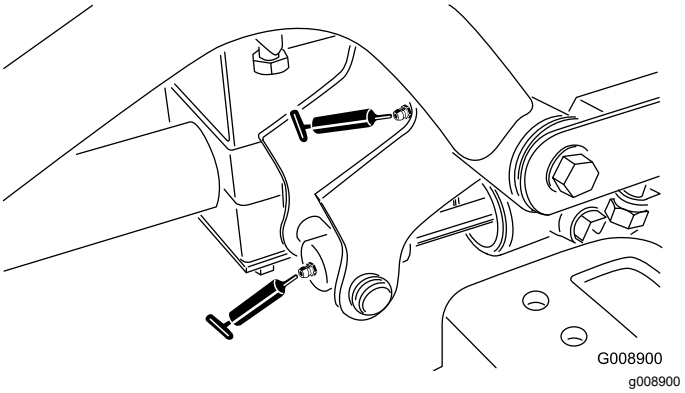

Figura 39
- 2 perni del braccio di sollevamento anteriore destro e cilindro di sollevamento (Figura 39)